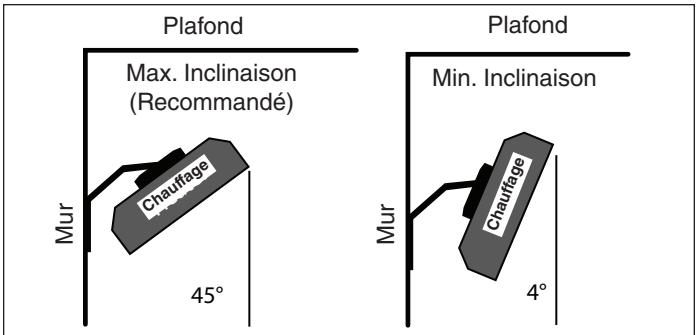

Figure 3 - Inclinaisons de montage (min. et max.)
7. Le support du radiateur permettra de régler son angle d'inclinaison d'environ 4 à 45° par rapport à l'horizontale. L'angle d'inclinaison optimal est de 45° (Voir la Fig. 3).